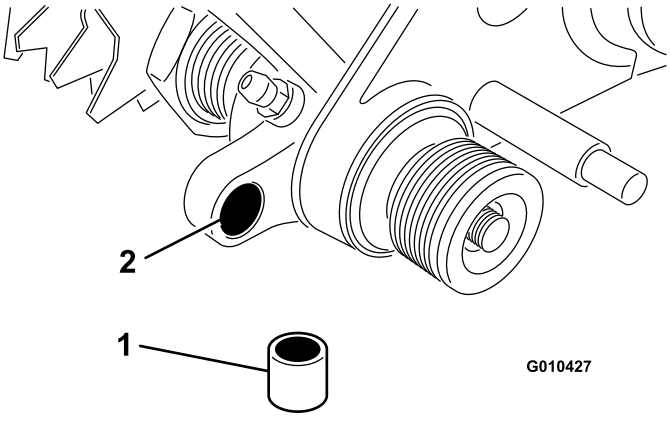

Рисунок 13
5. Вставьте втулку в отверстие в левом узле привода (Рисунок 13).